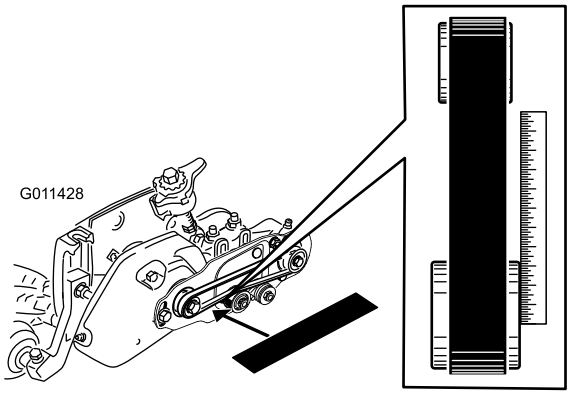

Bild 33
- Legen Sie eine Abziehlatte um die Außenseite der **Antriebsspannscheibe** (Bild 33).